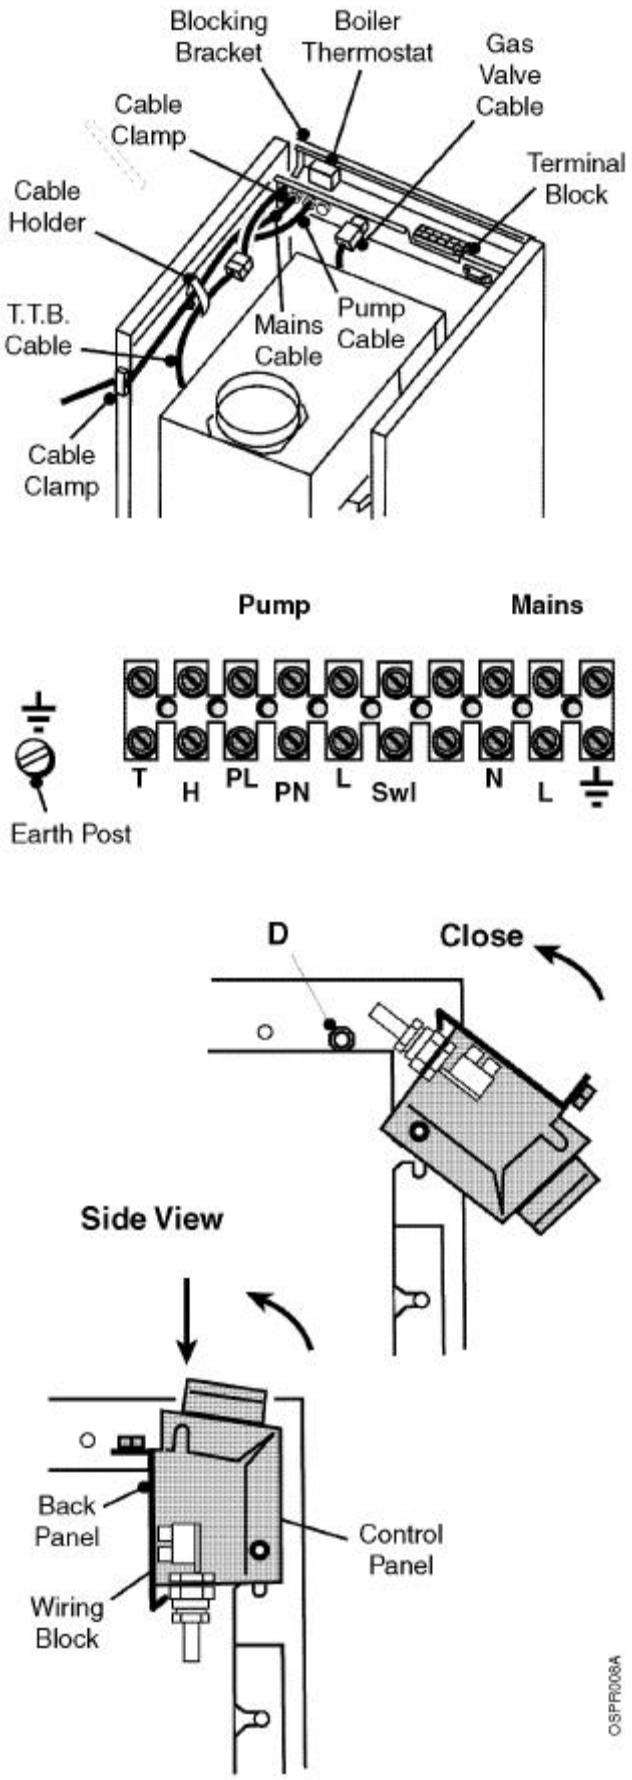

Fig. 12
4. The pump wiring should be routed as the mains wiring, through the cable clamps and connected to the terminal connections PL and PN - Fig. 12.
6. Close the back panel of the control board and secure using the two screws - see Fig. 12.